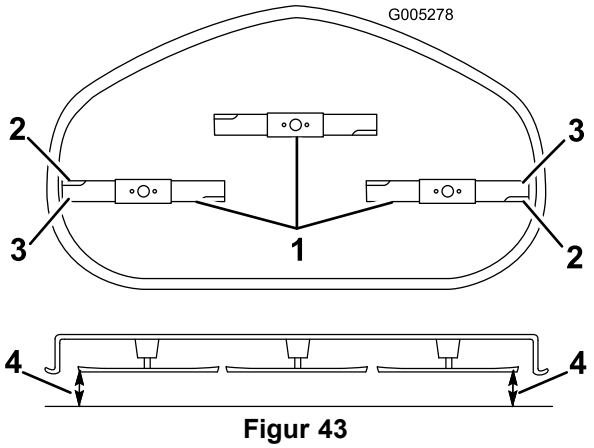

Figur 43
5. Roter forsiktig kniven(e) fra side til side (Figur 43). Hvis begge målene ikke er innenfor 5 mm, er det nødvendig med justering. Fortsett med denne prosedyren.
6. Mål avstanden mellom de ytterste knivkantene og det flate underlaget (Figur 43). Hvis begge målene ikke er innenfor 5 mm, er det nødvendig med justering. Fortsett med denne prosedyren.